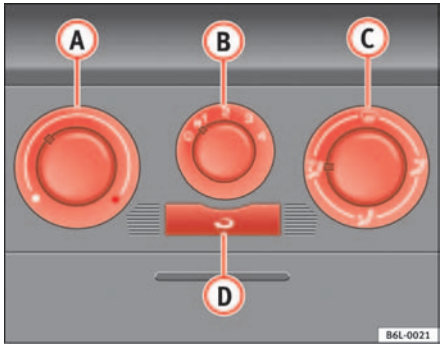

Fig. 84 On the dash panel: Heater controls
– Turn the temperature selector ⇒ fig. 84 (1) anti-clockwise.
– Turn blower switch (7) to speed settings 1 -4.
– Set the airflow to the desired direction using air distribution control (C).
– Turn the temperature selector ⇒ fig. 84 (A) clockwise to select the required temperature.
– Turn blower switch (7) to speed settings 1-4.
– Turn the temperature selector ⇒ fig. 84 (A) clockwise to the maximum temperature.
– Turn the blower switch (B) to setting 4.
– Close outlet (3).
– Open and turn outlet (4) towards side windows.
– Turn the temperature selector ⇒ fig. 84 (A) to the heating zone.
– Turn blower switch (7) to speed settings 2-3.
– Close outlets 3 (3) .
– Open and turn outlets (4) towards side windows